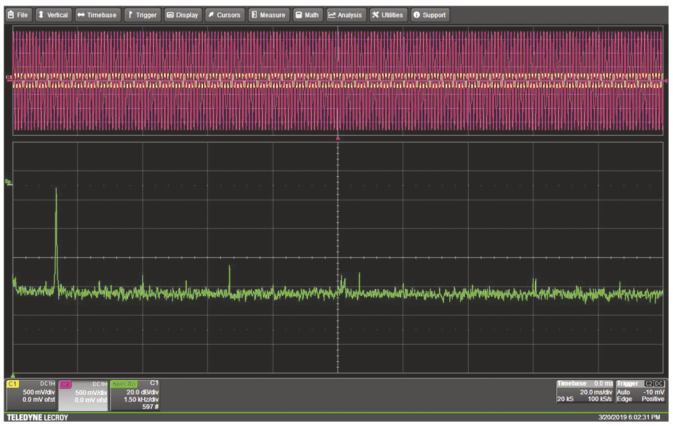

**FIGURE 7.49** (Step 15) FFT of input sine wave at 0.5 $V_{pp}$ and 1 kHz. ⏎
15. **Checking distortion of sine wave from a waveform generator.** Look at the frequency spectrum (FS) of the input waveform from 0 kHz to 10 kHz (CH1). See Fig. 7.49. Don't forget that the best result for a spectrum on the scope is achieved by showing so many periods in the time domain that all of the features blend together, i.e., you want to display very many, say 100, periods in order to get a good FFT spectrum. Set the spectrum scale to dBmV. Make sure **Peaks** is selected under **Peaks and Markers.** For a perfect sine wave there should be only one frequency component. Is that what you observe? Remember that dB readings are based on RMS values. Convert the peak dBmV value to $V_{rms}$ and then to $V_p$. Does it agree with the peak voltage as measured on CH1?